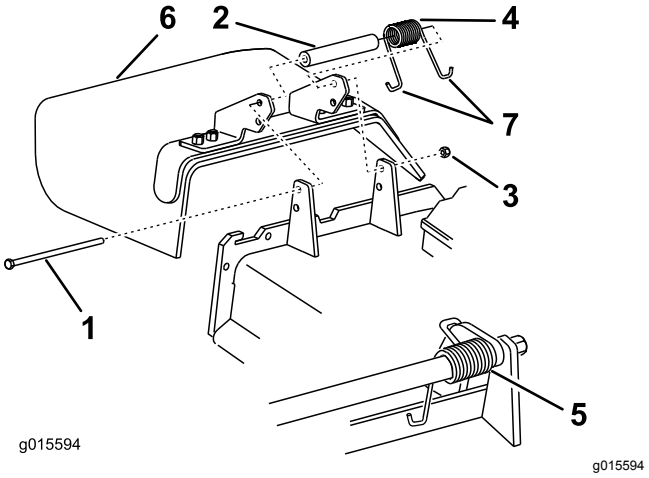

Bild 88
1. Entfernen Sie die Sicherungsmutter, Schraube, Feder und das Distanzstück, mit denen das Ablenkblech an den Drehhalterungen befestigt ist (Bild 88).
Hinweis: Achten Sie darauf, dass ein **J**-Hakenende der Feder hinter der Mähwerkkante befestigt ist, bevor Sie die Schraube einsetzen, wie in Bild 88 abgebildet.
6. Führen Sie das **J**-förmige Hakenende der Feder um das Ablenkblech (Bild 88).